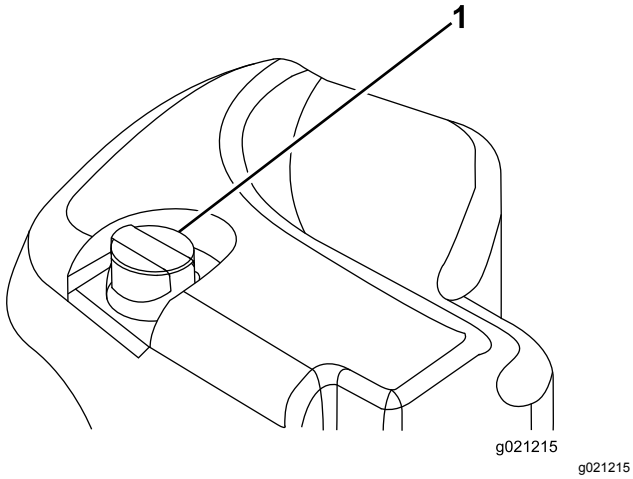

Figuur 33
2. Reinig de omgeving van de vulbuis en de dop van de hydraulische tank (Figuur 33).